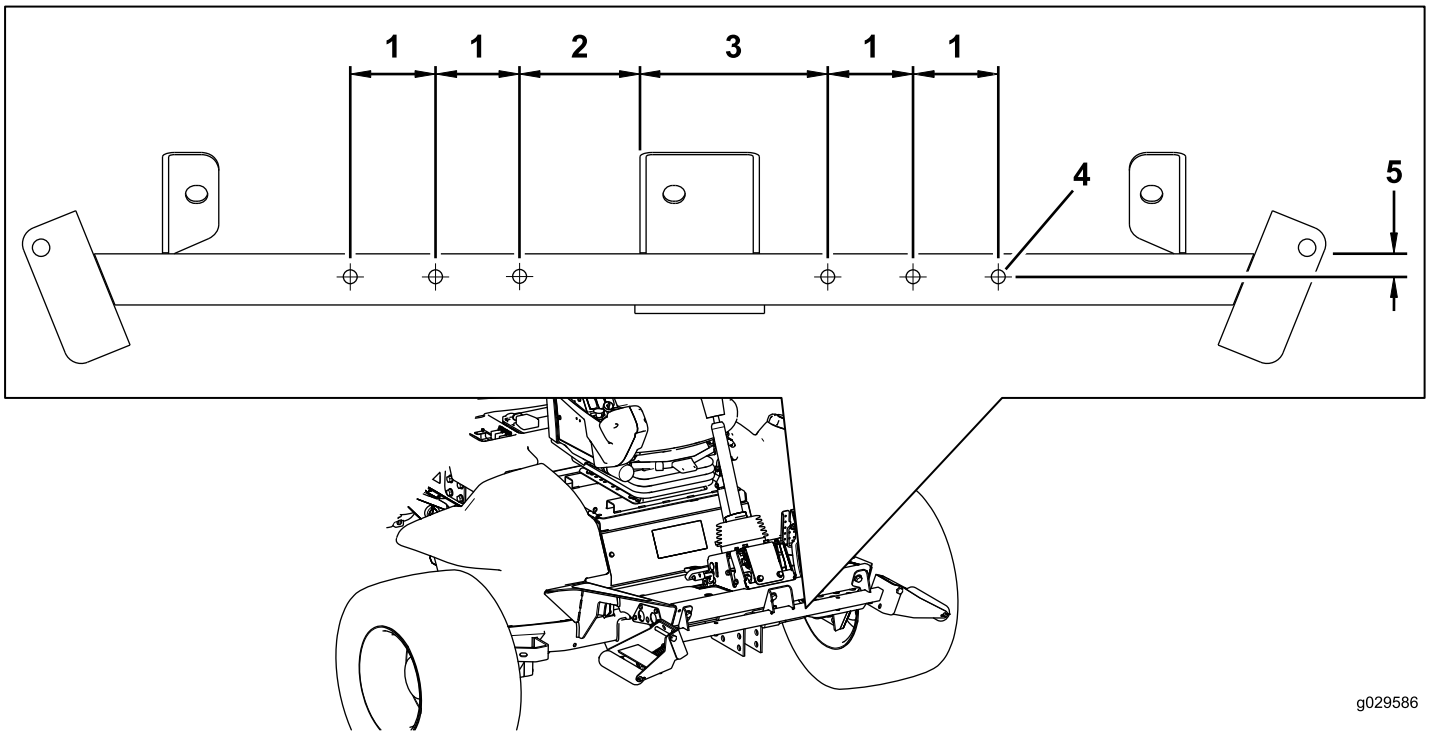

Figure 3
4. Using the dimensions shown in (Figure 3), locate and drill 6 holes 1.0 cm (0.4 inch) diameter through both walls of the roller-support tube.